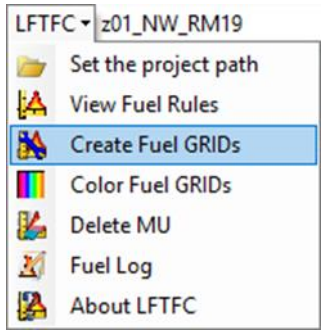

***Figure 7-30**. Use the LFTFC drop-down menu to select **FUEL GRIDs**.*
- Select **FUEL GRIDs** on the LFTFC drop-down menu as shown (Figure 7-30).